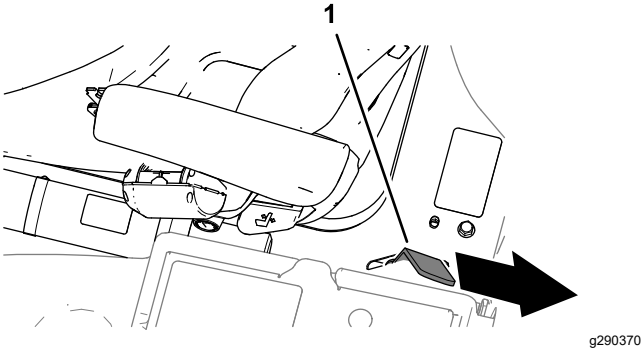

Figur 52
3. Senk plattformen helt ned og flytt plattformlåsehåndtaket mot baksiden av maskinen til låsekroken er helt integrert med låsestangen (Figur 52).